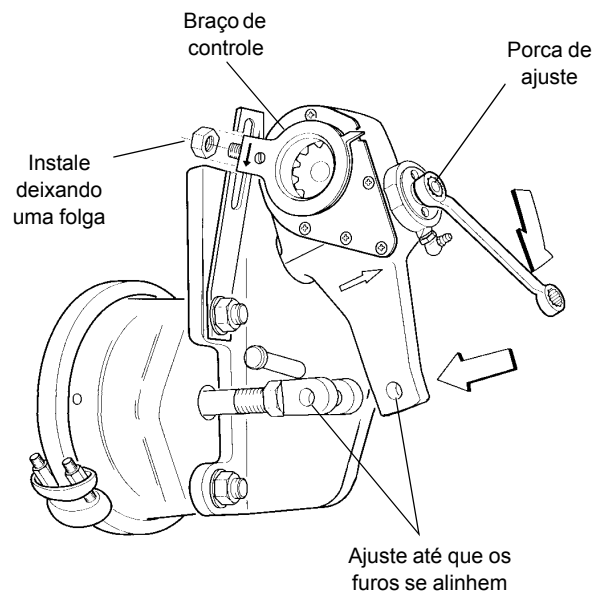

FIGURA 8-52
4. Gire a porca de ajuste sextavada no sentido horário até que o furo do braço do ajustador de folga fique alinhado ao furo da manilha (consulte a Figura 8-52).